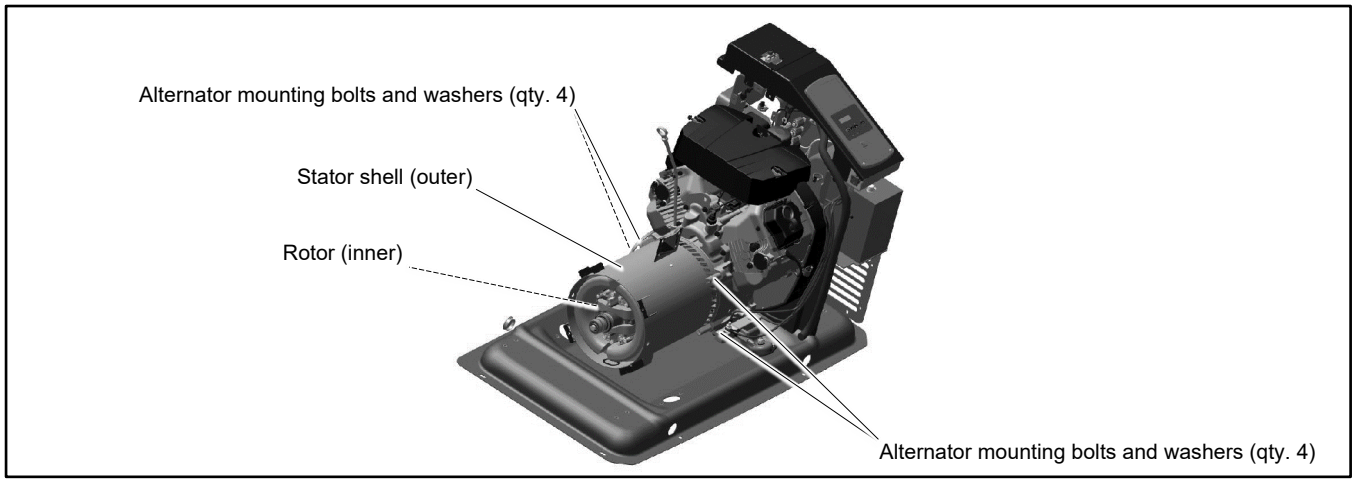

Figure 130 Alternator Mounting Bolts
d. Install the four alternator mounting bolts with washers through the end bracket and into the generator adapter. See Figure 130.